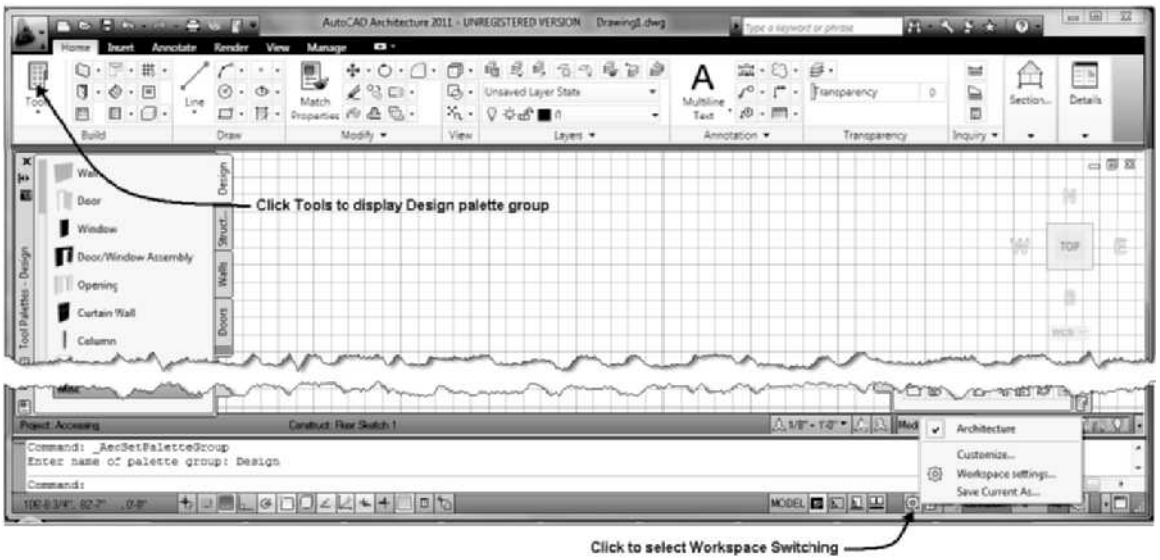

FIGURE 1.34 *Accessing the Design palette group from the Ribbon*
13. Click the Tools button of the Build panel to display the Design tool palette group as shown in Figure 1.34.
14. Choose the flyout of the Workspace Switching toggle shown in Figure 1.34 located at right in the Application status bar. Select the Architecture workspace. The screen will flash to display the content of the Architecture workspace. Verify that the Home tab is current and the Design palette group is displayed at left.